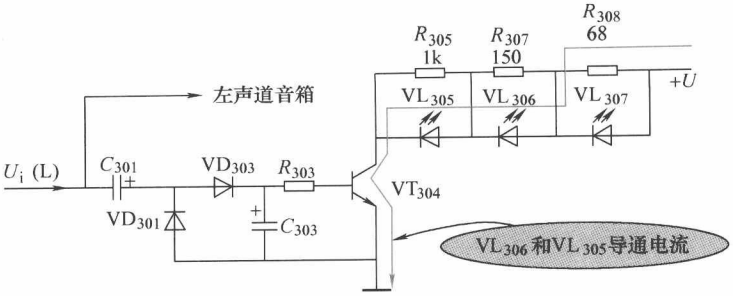

图 1-23　VL_{306} 和 VL_{305} 导通电流回路示意图
(3) U_i (L) 信号进一步增大时 VT_{304} 集电极电流增大，在 3 只集电极电阻上的压降也增大。当 R_{307} 上的压降大到 VL_{306} 的开启电压时，VL_{306} 也导通发光指示。图 1-23 所示是这一电流回路示意图。由于这一电流也流过了 VL_{305}，所以 VL_{305} 仍然导通而发光。